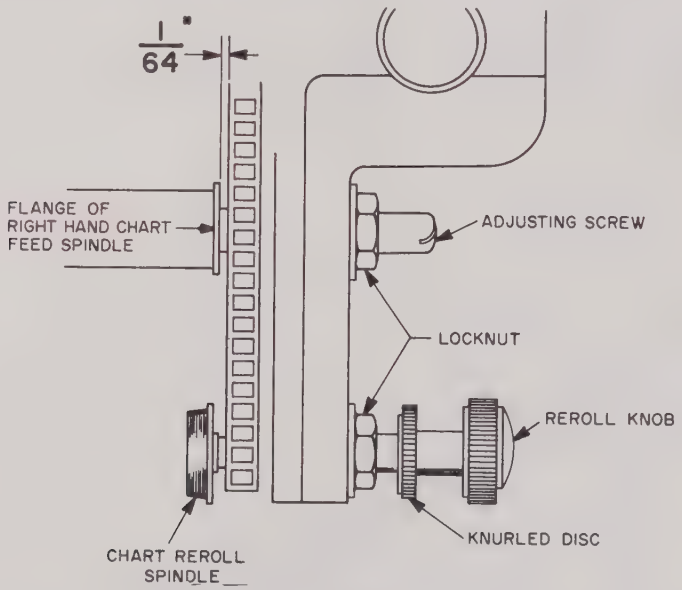

Figure 2. Lower Right-Hand Side of Chassis
**b. Chart Feed Spindle.** Refer to fig. 2. Clearance between flange of right-hand chart feed spindle and reroll chain should be 1/64-inch. If required, loosen locknut and turn adjusting screw until proper clearance is obtained.
**c. Chart Reroll Spindle.** If the chart reroll spindle is properly aligned and the chart is tracking properly on the drum, the right edge of the chart and the right end of the chart reroll tube will line up. If they do not line up, loosen the locknut and turn the knurled disc (fig. 2) as required to align right end of chart reroll tube with right edge of chart. Tighten locknut.
(1) Place empty supply tube on reroll spindles and tape or tack an eight-inch length of string to center of tube so that string will wind on tube when chart drum is turned.
(2) Attach a spring scale (preferably with 32-oz. scale) to the free end of string.
(3) Hold scale stationary and turn chart drum manually while watching scale. Paper tension is delivered by mechanism each time the spring-loaded ball moves over one of the 18 flutes in the drum end; tension is observed as ounces of force on the spring scale. The average value of the scale readings must be 14 ± 4 ozs. If more than four of the 18 points are below 10 ozs., make sure reroll chain is not too tight on sprockets, par. 1, a,(2). If low readings are not due to tightness of chain or binding at spindles, or if one reading exceeds 24 ozs., refer to par. 2, remove drum, and install new sprocket and ratchet ball housing, spring and ball.